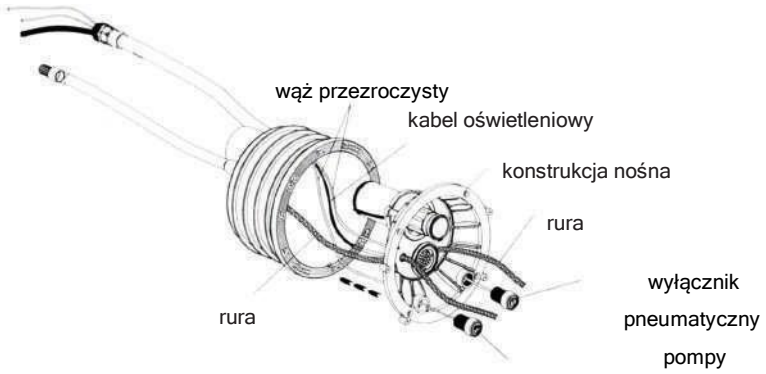

rys. 9.
1) Przeciągnij przezroczysty wąż powietrzny i kabel oświetleniowy przez rurę łączącą. Następnie podłącz oba węże powietrzne do wyłącznika pompy i wyłącznika oświetlenia basenu odpowiednio (Rys. 9).